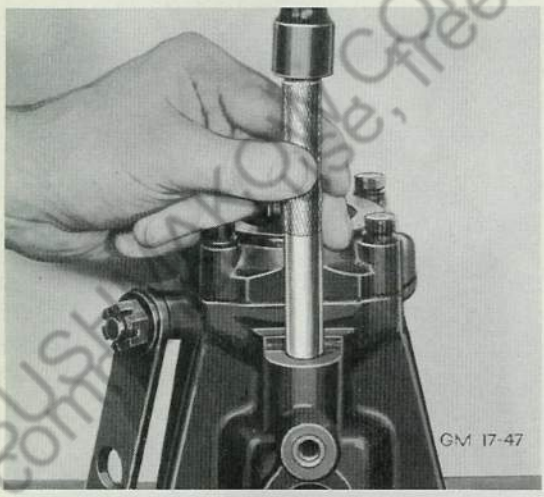

Fig. 16 Declutching Carrier Oil Seal at Shifter Shaft Is Installed with Tool as Shown
7. When it has been found necessary to replace shifter shaft oil seal, replacing tool (J-1717) should be used as shown in Fig. 16 to assure proper installation.
8. Replace shift shaft (23) in carrier (25) as fork (24) is replaced on shift shaft (23) and sliding gear (22) is slipped over splines of shaft (21). When installing fork (24) on shaft (23) be sure that long part of hub is toward front, also, shift fork slot in gear (22) is toward front.